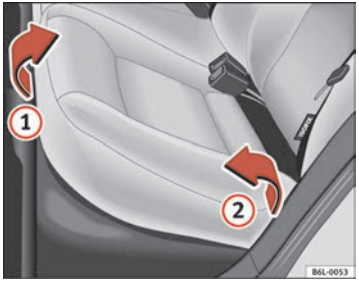
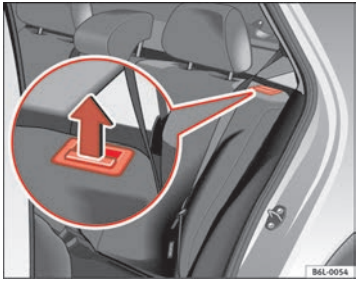

Fig. 70 Levantar el cojín del asiento trasero
Fig. 71 Tecla de desbloqueo del respaldo trasero
– Tire del borde delantero del cojín del asiento ⇒ fig. 70 (1) hacia arriba en la dirección de la flecha.
– Levante el cojín (2) hacia delante en la dirección de la flecha.
– Tire de la tecla de desbloqueo ⇒ fig. 71 en la dirección de la flecha y abata el respaldo hacia delante.